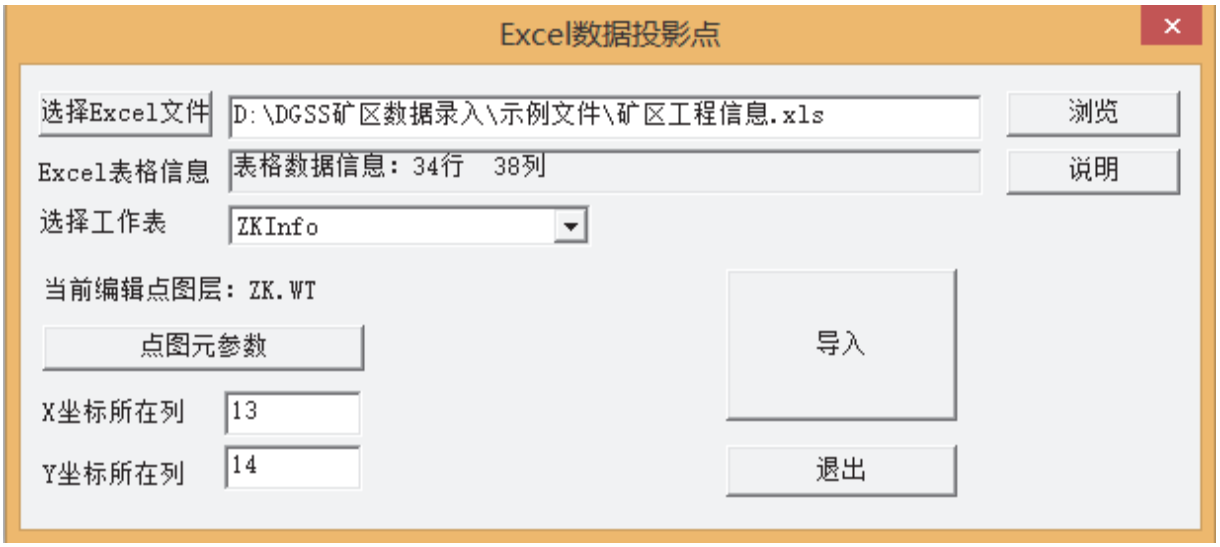
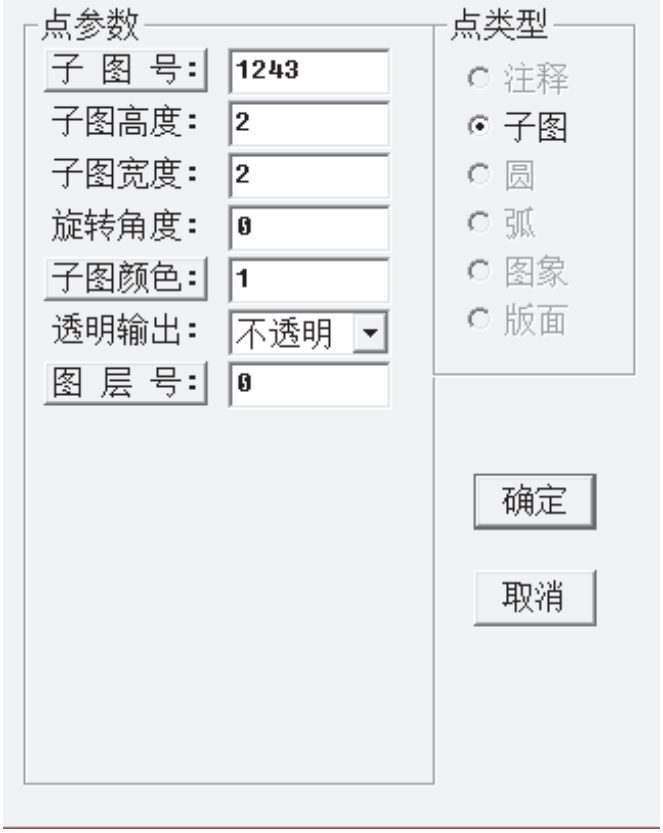

图 4-5
图 4-6
3. 在弹出的“Excel 数据投影点”对话框(见图 4-5)中，点击“浏览”，选择“矿区工程信息.xls”文件，工作表选择“ZKInfo”，点图元参数按图 4-6 中的参数设置，X 坐标所在列输入 13，Y 坐标所在列输入 14，确认无误后单击“导入”；